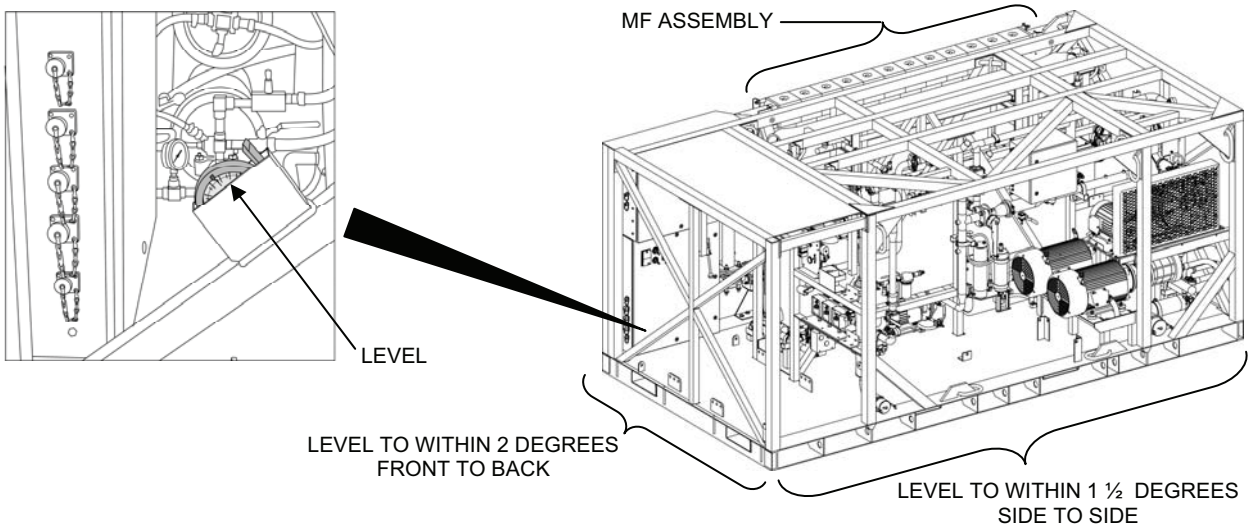

Figure 1. Leveling the MC-TWPS.
2. Remove the protractor (level) provided with the unit from its holder on the frame at the operator end of the TWPS unit (Figure 1).
a. No more than 2 degrees cross-wise (front to back) (Figure 1).
b. No more than 1 ½ degrees length-wise (side to side) (Figure 1).